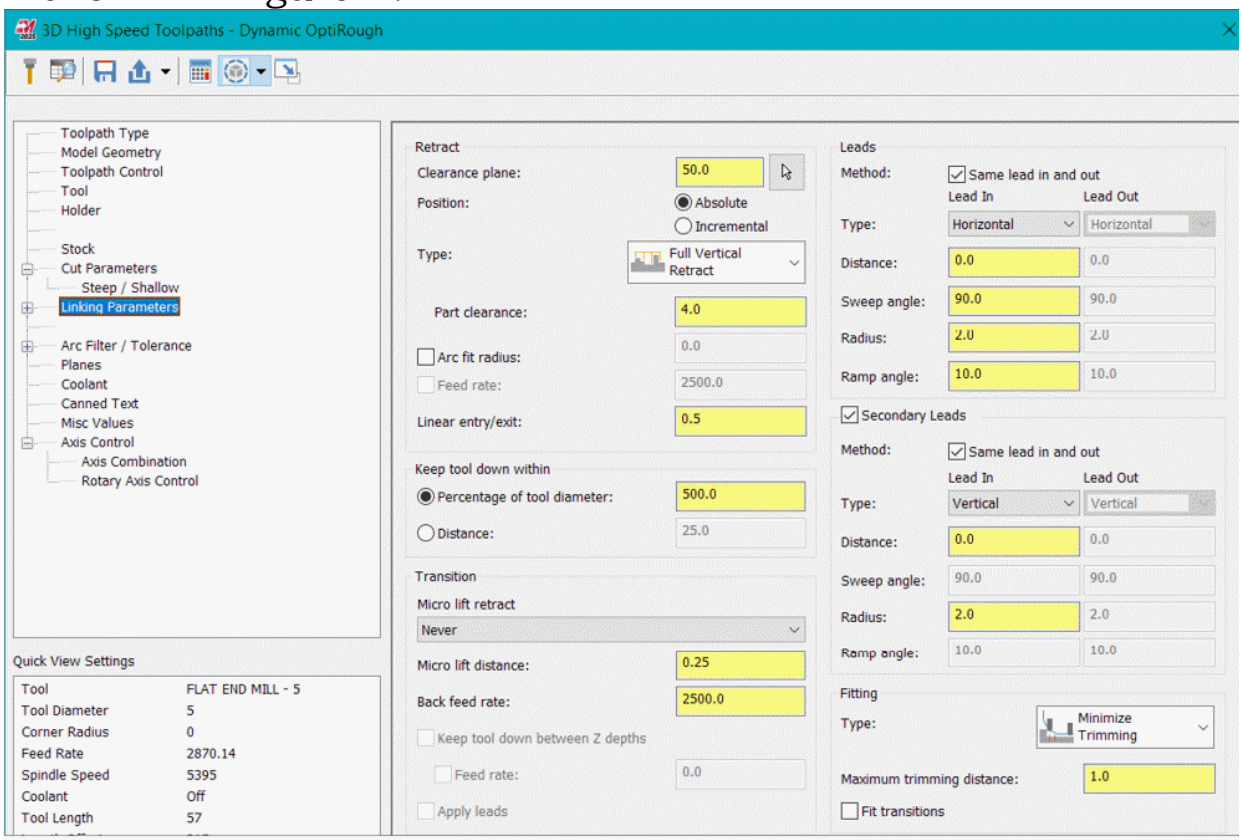

Figure-7. Linking Parameters page
- Click on the **Linking Parameters** option from the left area of the dialog box. The options in the page will be displayed as shown in Figure-7.